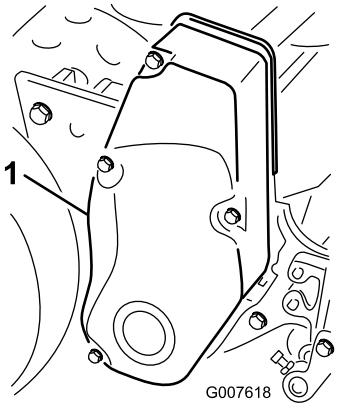

Rysunek 34
1. Usuń elementy mocujące pokrywę paska oraz pokrywę paska w celu jego odsłonięcia (Rysunek 34).